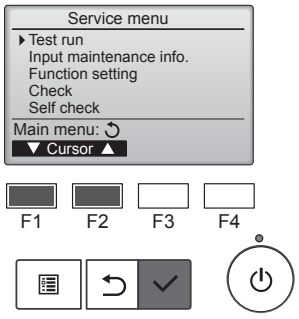

Fig. 7-1
(1) Selezionare l'opzione "Test run" (Prova di funzionamento) dal Menu di Servizio, quindi premere il pulsante [SCEGLI]. (Fig. 7-1)